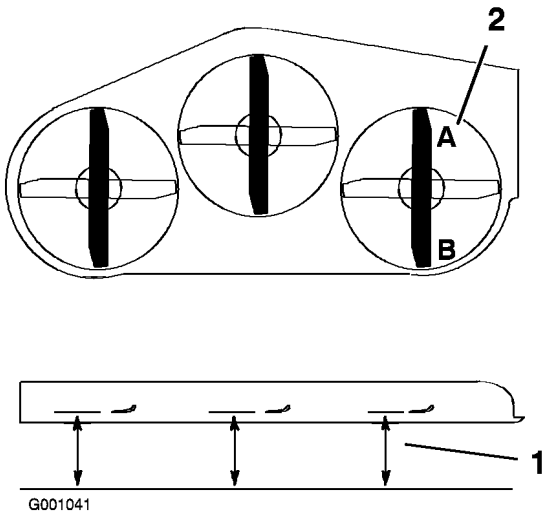

Figur 69
1. Ställ in den **högra** knivens främre-bakre lutning (Figur 69).
2. Mät den högra kniven vid punkt **A**, från en plan yta till knivens egg (Figur 69).
4. Mät den högra kniven vid punkt **B**, från en plan yta till knivens egg (Figur 69).
6. Kniven ska vara ca 6 till 10 mm lägre vid punkt **A** än punkt **B** (Figur 69). Fortsätt till nästa steg om detta inte är korrekt.